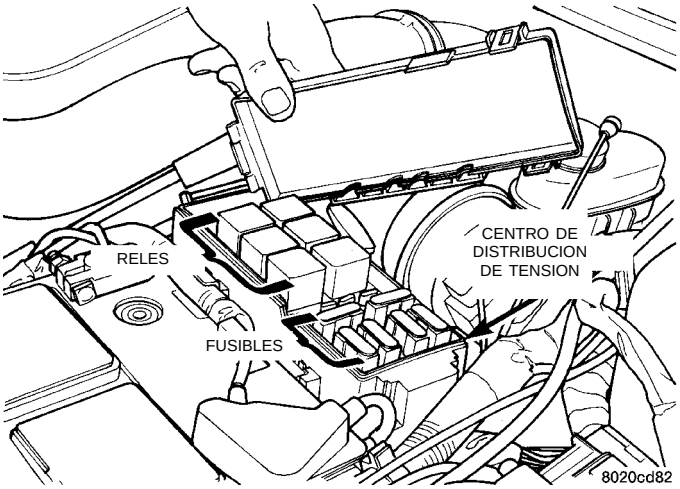

Fig. 32 Centro de distribución de tensión
(3) Abra el Centro de distribución de tensión (PDC). Verifique que no haya fusibles fundidos. Asegúrese de que los relés estén correctamente asentados en el PDC (Fig. 32). Una etiqueta de la parte inferior de la cubierta del PDC indica la posición de cada relé y fusible.